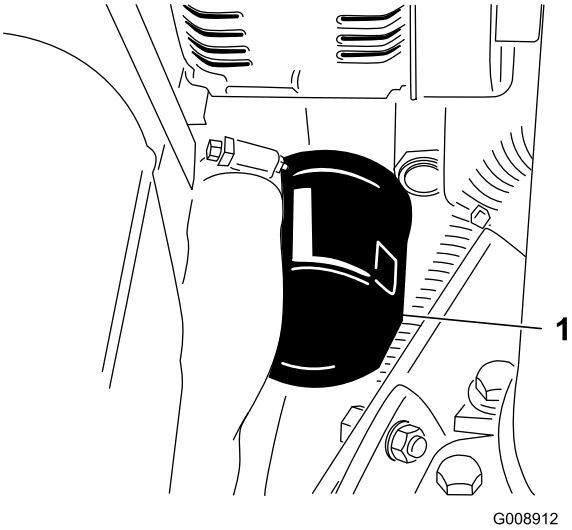

Rysunek 51
3. Wyciągnij filtr oleju (Rysunek 51).